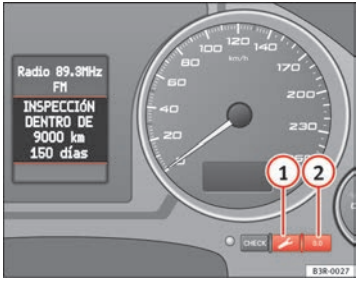

Fig. 52 Detail of the dash panel insert: Service indicator display
- Press the service button ⇒ page 74, fig. 52 (1) and hold while switching on the ignition. The display will show one of these messages: